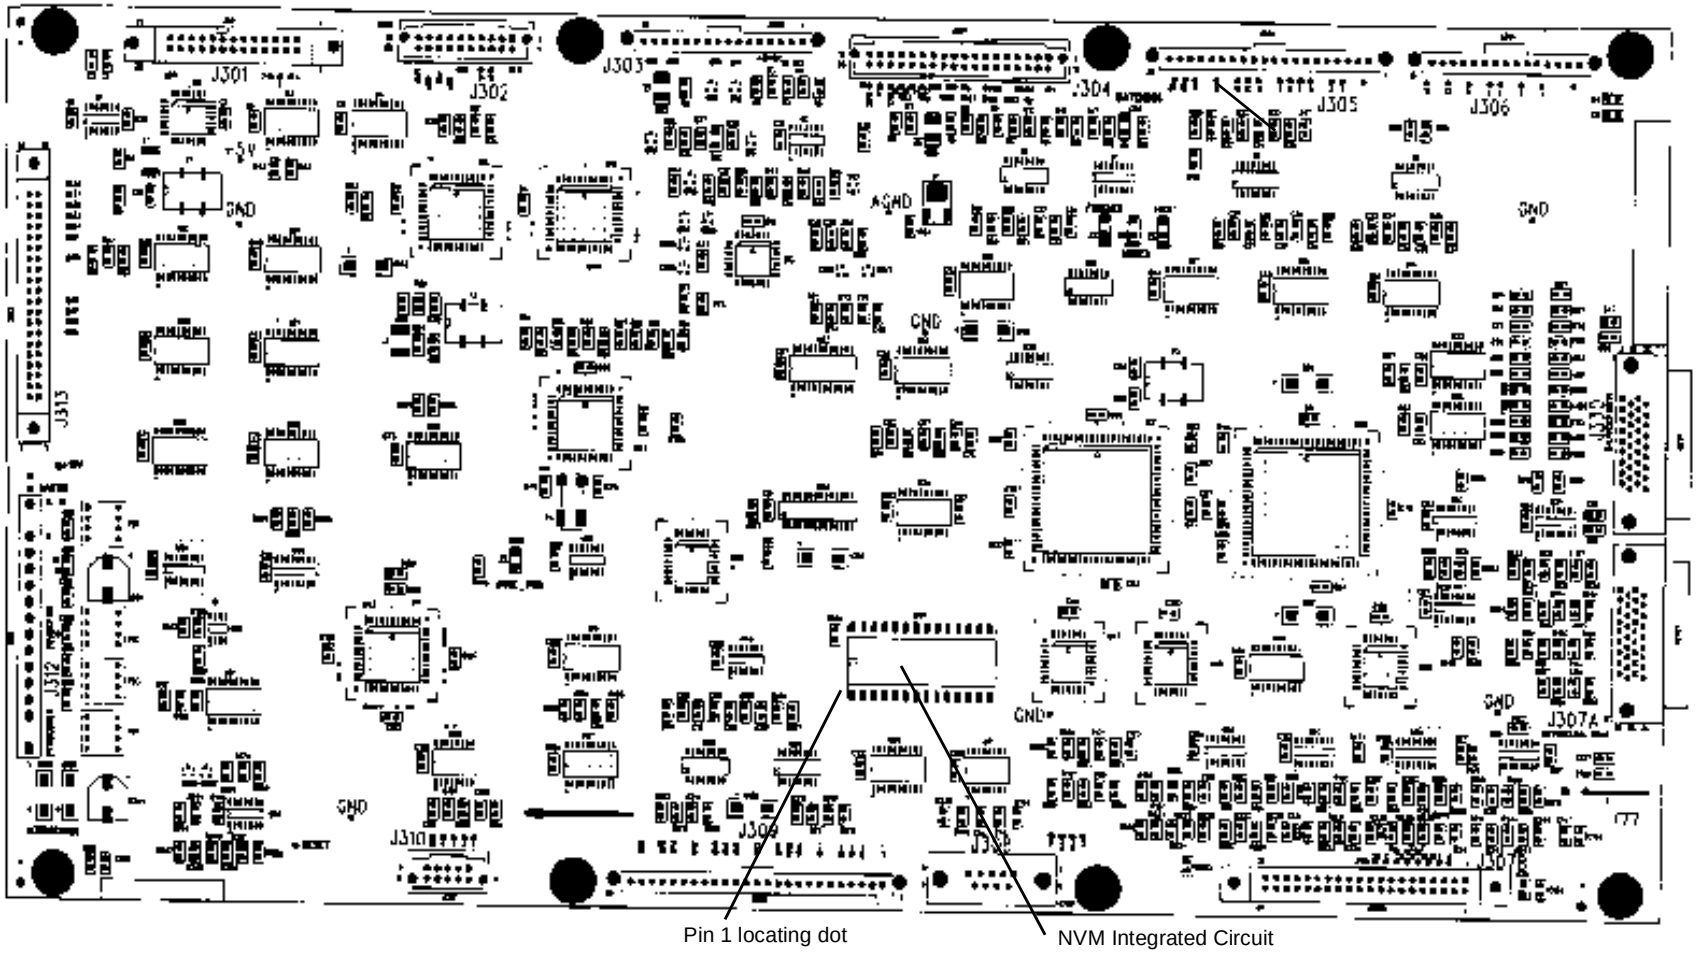

**Figure 4 Installing the NVM Integrated Circuit on the new Main PWB**
7. (Figure 4): Install the existing NVM integrated circuit into the socket on the new Main PWB.